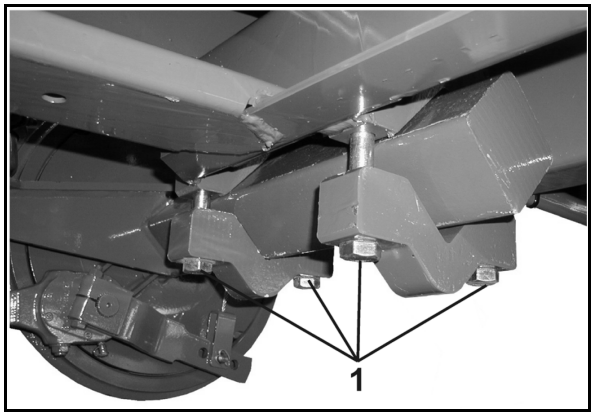

Rys. 105
4. Zluzować śruby zaciskające (Rys. 105/1).